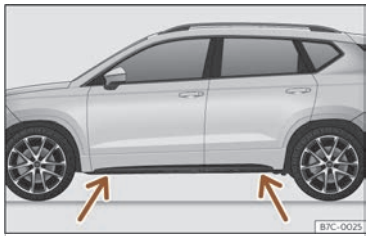

Fig. 217 Puntos de apoyo del gato.
- Busque en el larguero la marca del punto de apoyo del gato (zona hundida) más cercano a la rueda a cambiar ››› **fig. 217**.